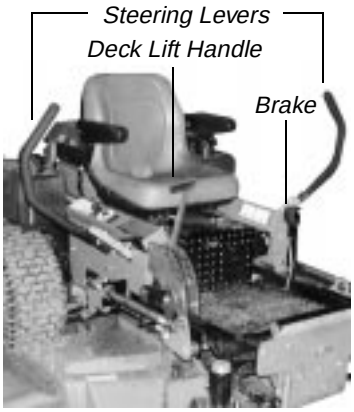

Figure. 3
3. **Left and Right Steering Levers:** (See Figure 3.) These hinged levers open out to the side in the neutral position to permit the operator to be seated or to leave the mower's seat. The operator, when seated, can pull the levers up to the operating position, a comfortable forearm's length away. These levers control all of the movements of the mower. Pushing both levers forward causes the mower to move forward. Pulling both levers back causes the mower to move backward. Pushing one lever ahead of the other lever causes the traction wheel on the side where the lever is ahead to rotate faster than the other traction wheel, making the mower turn toward the side where the lever is behind. When one lever is pushed forward and the other lever pulled back the same amount, one traction wheel will turn in reverse and the mower will turn within its own length.
5. **Parking Brake:** (See Figure 3.) Located on the left side of the traction unit. The handle is an overcenter lever which applies the drum-type brake on each drive wheel when the handle is pulled to the rear. The brake must be engaged in order to start the engine.
6. **Deck Lift Handle and Foot Pedal Lift Assist:** (See Figure 3.) Located on the right front corner of the mowing deck. Raise the mowing deck to the transport position, by pulling the lever to the rear and moving it inward into the stop for transport. To lower the mowing deck, pull the deck lift handle and move it outward. This lower’s the deck to the cutting position.The foot pedal lift assist (not pictured above) can provide “lift assist” to the hand lever or with “foot effort only”. To provide assistance to the lift handle: remove the detent pin from the pedal assembly. Fold the pedal down to the horizontal position so the hole in the pedal aligns with the hole in the lever. Re-install the detent pin. Pull on the Lift handle and depress the foot pedal to raise the deck. Lifting with “foot effort only” depress the foot pedal (the hand lever will lock into transport position if fully depressed). To release the lift mechanism depress the foot pedal, move the hand lever outward and slowly reduce foot pedal effort to lower the mechanism. To service the unit: Remove the detent pin from the pedal assembly. Fold the pedal up to vertical position so the hole in the pedal aligns with the hole in the lever. Reinstall the detent pin. This is the required position for the foot pedal for the foot platform to tilt forward and to access some of the machines components.